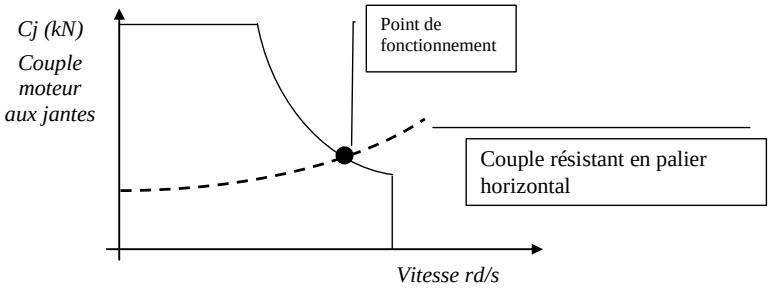

Figure 1
4. En traction ferroviaire, l'engin moteur doit développer un couple moteur à ses jantes supérieur aux couples résistants présentés par le train pour que le convoi puisse démarrer et accélérer. Ces performances sont représentées sur une courbe Couple/Vitesse de l'engin moteur, voir figure 1. Quelle est la condition de stabilité de ce groupe moteur-charge ? Expliquer son sens physique.